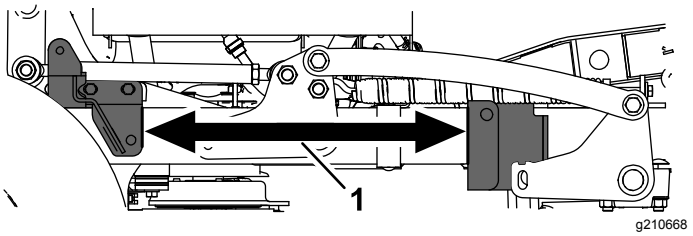

Figure 3
4. Loosely install the front bracket and back plate to the right tube frame, approximately 44 cm (17-1/4 inches) in front of the rear bracket (Figure 3), using 1 carriage bolt (3/8 x 1-1/4 inches), 2 carriage bolts (3/8 x 2-3/4 inches), 2 spacers, and 3 nuts (3/8 inch) as shown in (Figure 4).